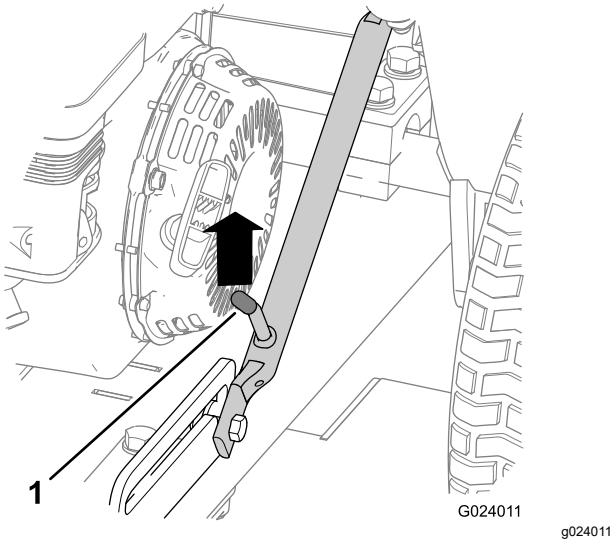

Rysunek 18
1. Przesunąć zespół haka w górę tak, aby dźwignia zaczepu została odblokowana od zapadki bocznej (Rysunek 18).
5. Unieść hak (Rysunek 23) tak, aby dźwignia haka została zablokowana przez zapadkę boczną (Rysunek 18).